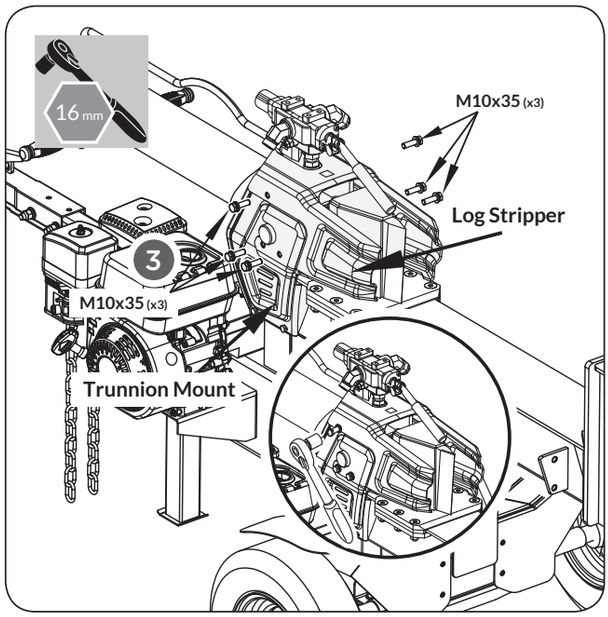

Figure 11c
3. Install the log stripper by tightening the M10x35 bolts, spring washers, and flat washers. (See ***Figure 11c***) ***(YS3265 ONLY)***